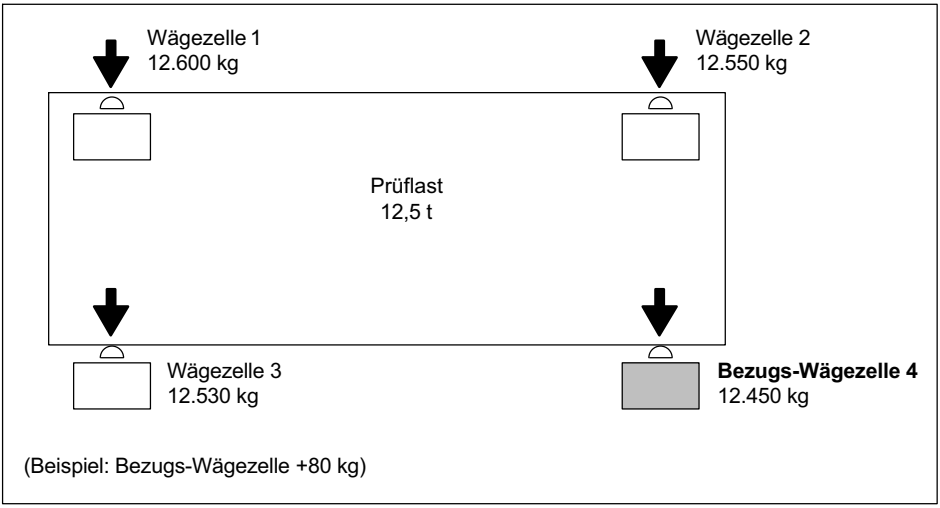

Abb. 10.1 Bsp.: Brückenwaage mit vier Wägezellen bei 12,5 t Prüflast
- Notieren Sie die Signale der Waage bei Belastung der vier Plattformecken, um die jeweiligen Differenzen (in kg) zu der Waagenecke (Wägezelle) mit der kleinsten Anzeige zu berechnen. Diese Wägezelle ist die Bezugs-Wägezelle (4) und braucht keinen Abgleich (im Beispiel *Abb. 10.1*, Wägezelle 4).